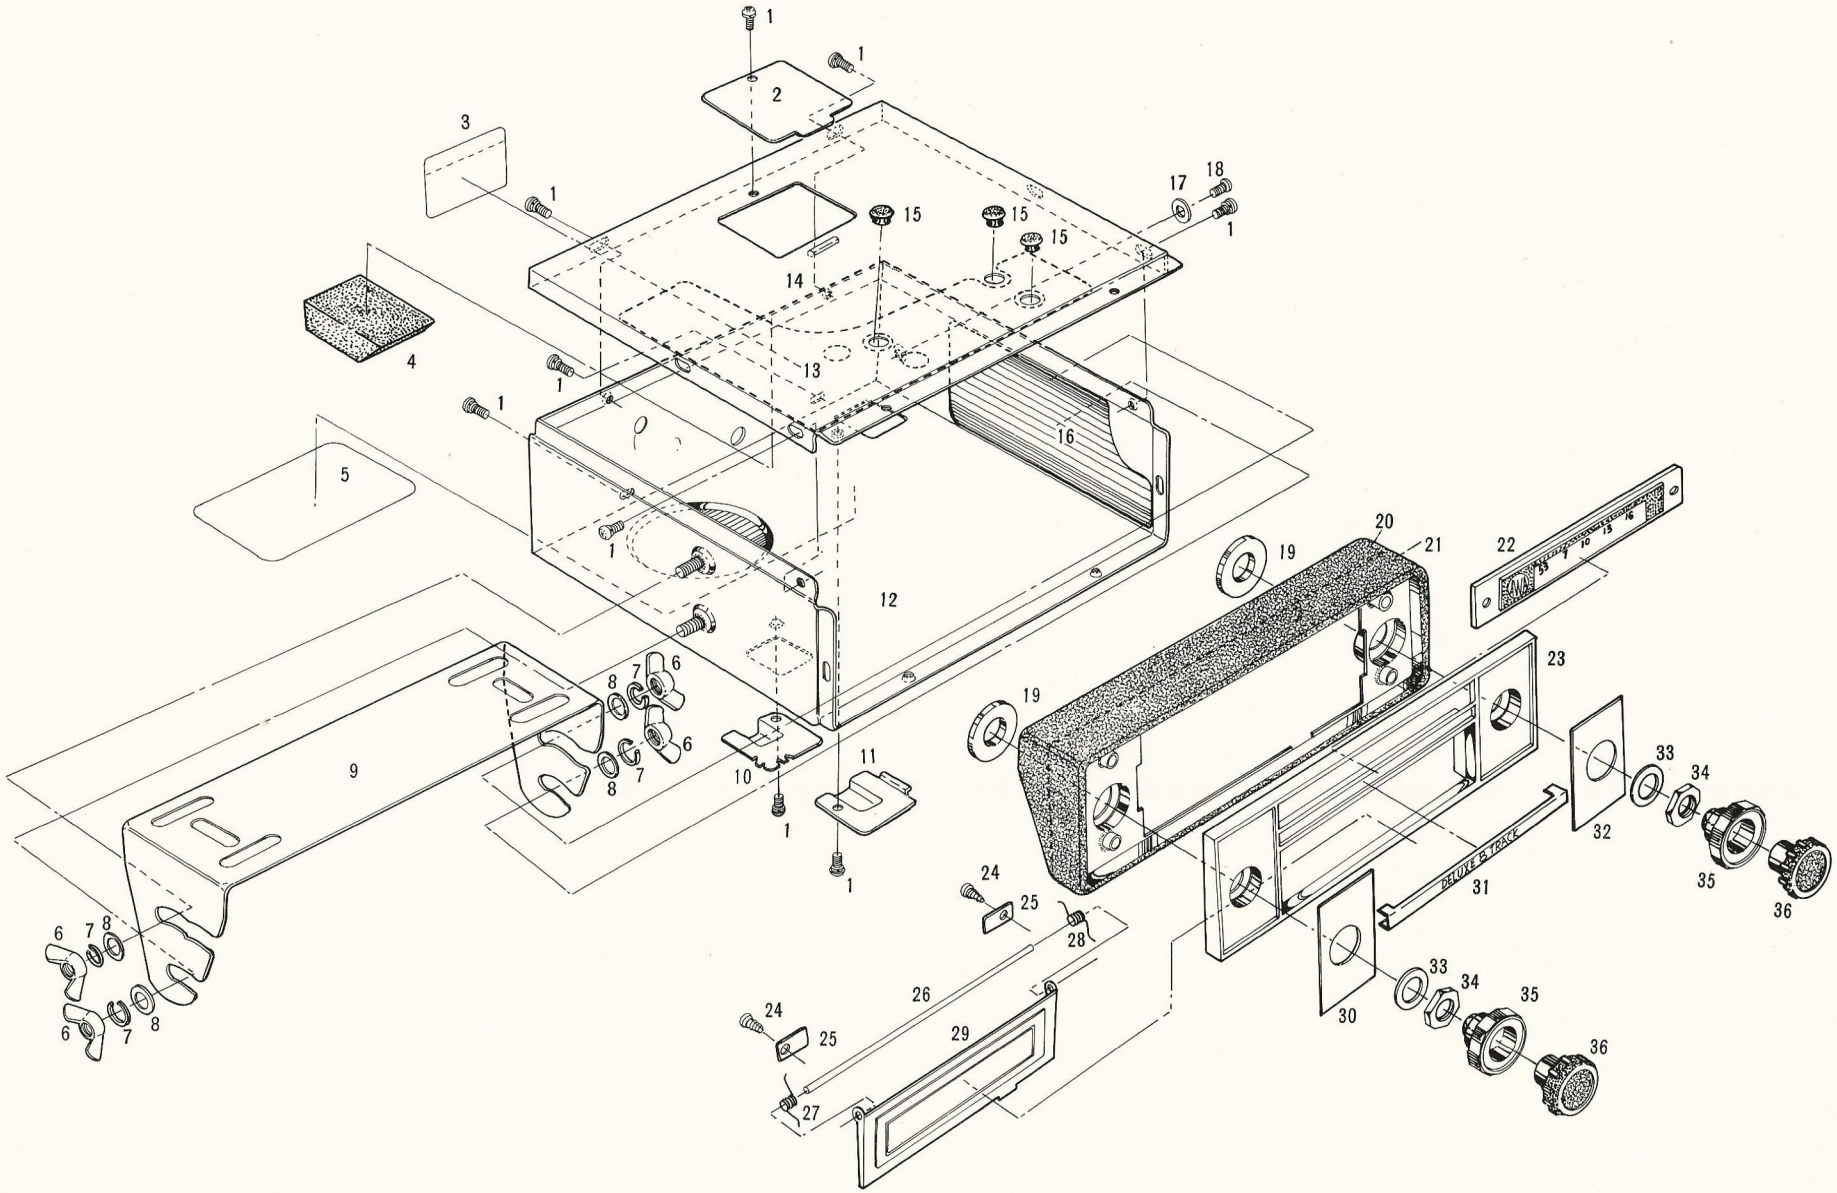

FIGURE. 20
*** PARTS LIST** **Fig. 19. Fig.20** (Refer to the disassembly diagram : Blue portions in the parts list designate assemblies.)